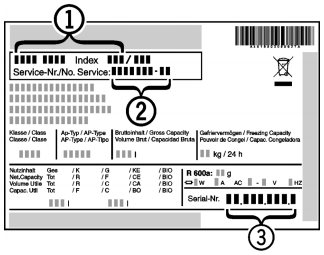

Fig. 14
▶ Denominación del aparato *Fig. 14 (1)*, nº del servicio técnico *Fig. 14 (2)* y nº de serie *Fig. 14 (3)* en la placa de identificación. La placa de identificación se encuentra en la parte interior izquierda del aparato.
▶ Informe al servicio postventa e indique el fallo, la denominación del aparato *Fig. 14 (1)*, el nº del servicio técnico *Fig. 14 (2)* y el nº de serie *Fig. 14 (3)* .